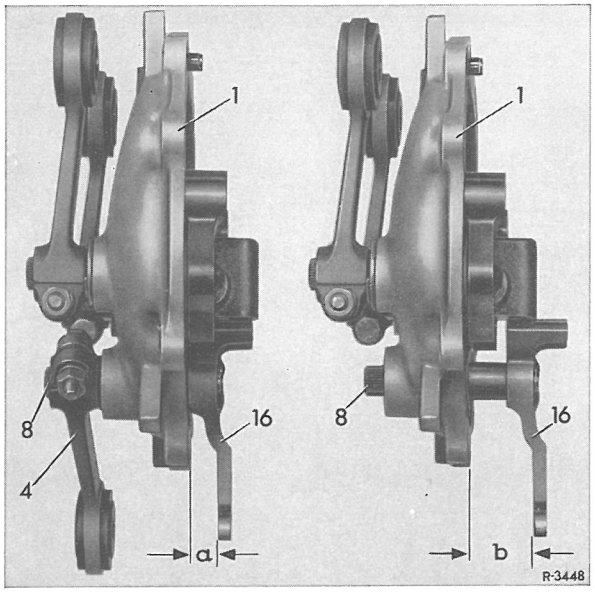

Fig.26-5/9
12 Skiftedækslet skrues ved hjælp af befæstelsesboltene(6) 8 stk.M 7x18,nøglevidde 11,krydsvis og ensartet fast på gearkassen (fig.26-5/2).